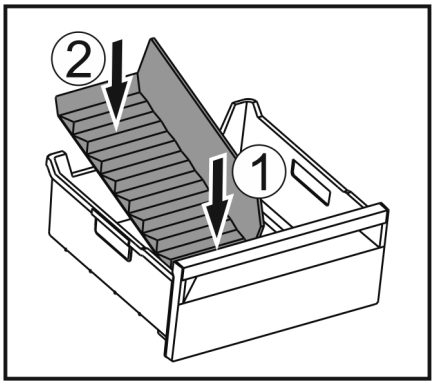

*Fig. 35*
▶ Put in the divider at the front first *Fig. 35 (1)*.
▶ Lower the rear part *Fig. 35 (2)*.